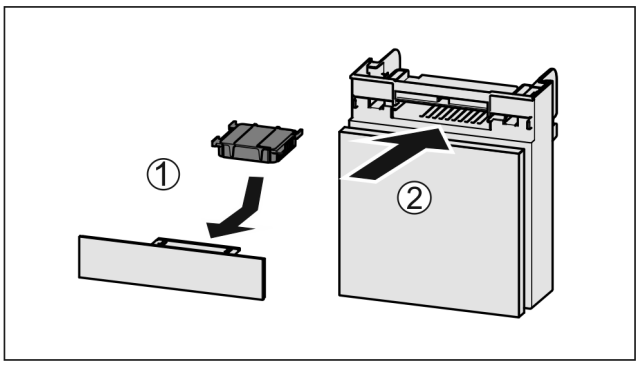

Fig. 181
▶ Insert the carbon filter as shown in the diagram *Fig. 181 (1)*.
▶ Push the compartment in *Fig. 181 (2)*.